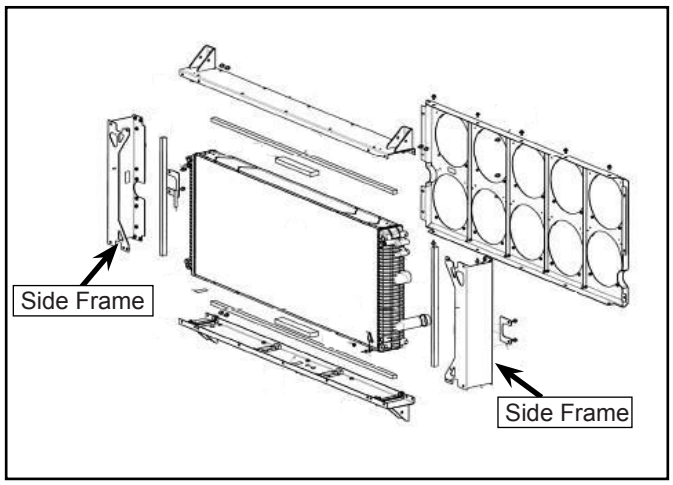

Figure 6 - Typical View of Radiator Frame Disassembly
1.22. Disassemble the side frames of the radiator assembly (see Figure 6).